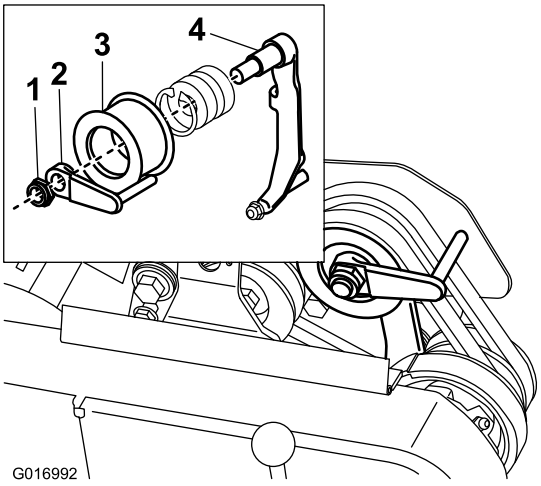

**Figuur 41**
8. Om de machine gemakkelijker te duwen of te slepen zonder de motor te starten, moet u de riemgeleider als volgt afstellen (Figuur 41, inzet)